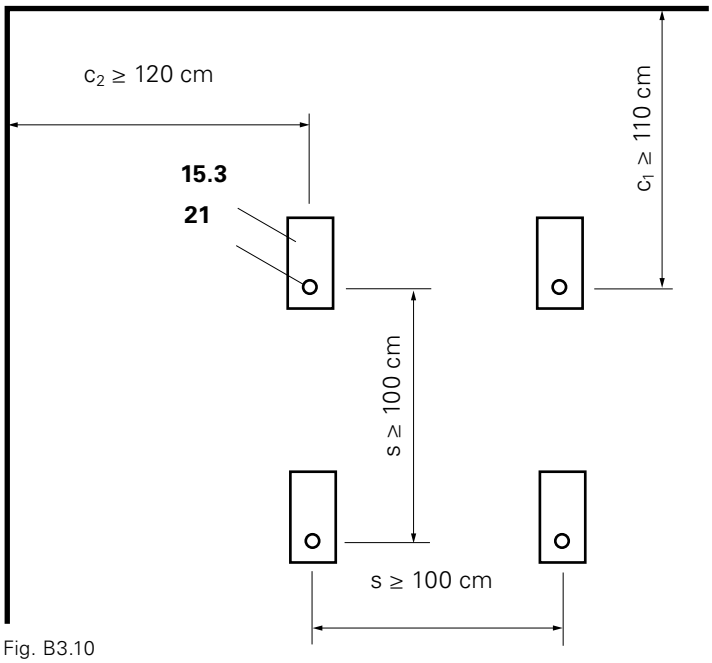

Fig. B3.10
- Under these boundary conditions, the Screw-On Cone M30/DW 26 can transfer the loads; see following tables. (Fig. B3.10)